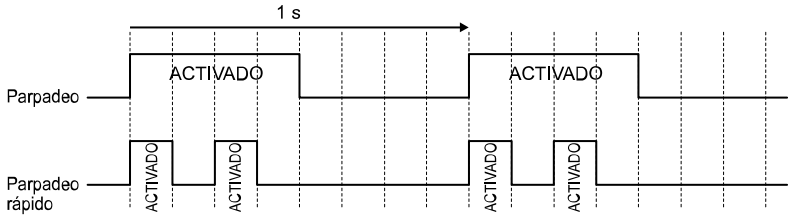

Figura 7.1 Estados de parpadeo del LED
*1 Consulte en Figura 7.1 la diferencia entre parpadeo y parpadeo rápido.